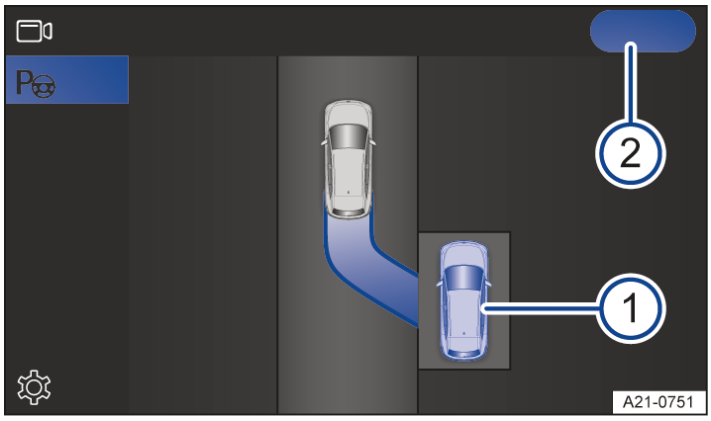

Fig. 1 Infotainment system: exiting procedure (general example).
5. Tap START on the Infotainment system screen → *fig. 1* (2).